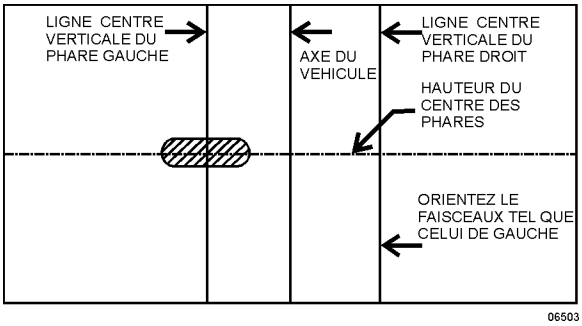

FIGURE 54 : POSITIONNEMENT CORRECT SUR L'ÉCRAN DE LA ZONE LONGUE PORTÉE DES FEUX DE ROUTE
4. Les feux de route sont orientés de sorte que le centre de la zone longue portée se trouve à l'horizontale et tout droit à la verticale (Figure 54).